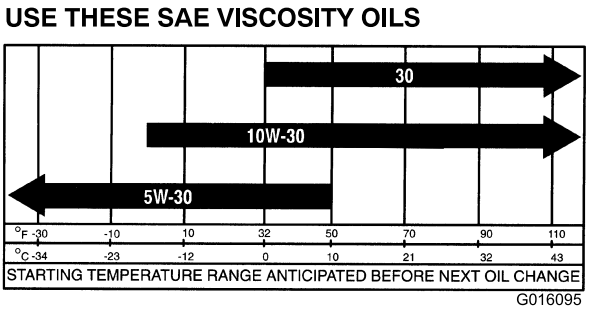

**Figuur 14**
**Viscositeit motorolie:** 10W-30; kies een motorolie met een viscositeit die overeenstemt met de omgevingstemperatuur in de tabel in Figuur 14.